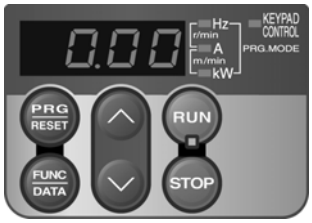

Figure 4.2 Display of the LED Monitor after Power-on
(1) Check if the LED monitor displays 0.00 (means that the frequency command is 0 Hz) that is blinking. (See Figure 4.2.)